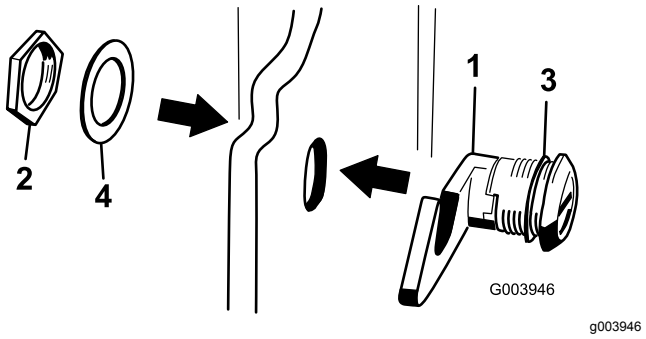

Figuur 19
3. Verwijder de moer van de motorkapsluiting (Figuur 19).